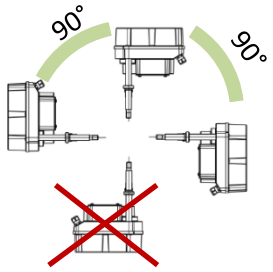

Figure 2: Position de montage
- La position de montage est de préférence à l'exception de „capot vers le bas“ (Figure 2).